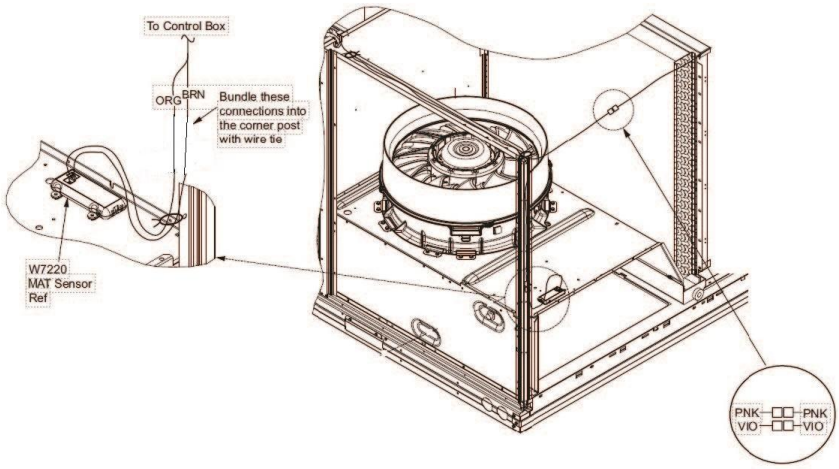

Fig. 17 - Mixed Air Sensor Installation W7220 (Vane Axial Fan System)
Step 23: Screw the 9901-2021 (C7250) mixed air (SAT) sensor to the left side edge of indoor blower through pre-punched holes. (See Figure 17.) Connect the orange and brown wires into the MAT sensor routed from the control. (See Figure 17.)
Step 24: Connect the pink and violet wires routed from the controller harness to the pink and violet terminals in the wire bundle in the indoor blower section. (See Figure 17.)